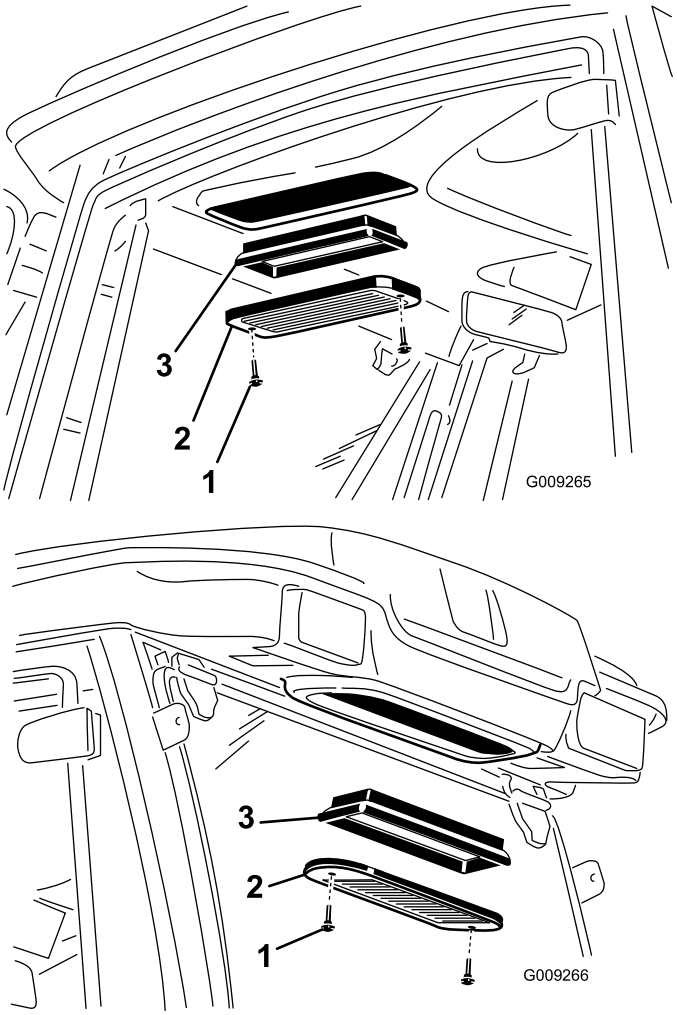

Figura 72
1. Rimuovete le viti a testa zigrinata e le griglie sia dal filtro dell'aria interno alla cabina, sia da quello sulla parte posteriore della cabina (Figura 72).